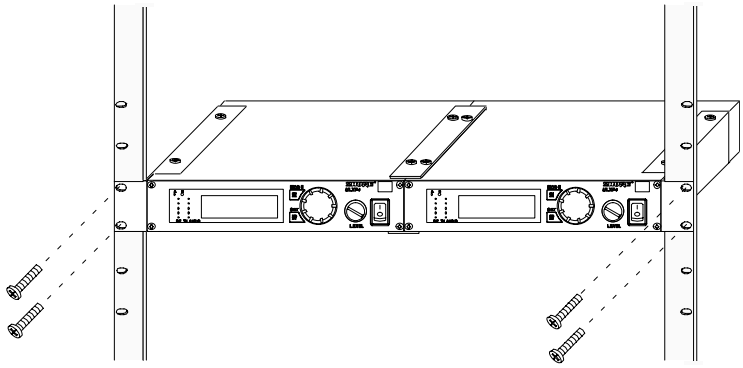

FIGURA 53
6. Posizionate i ricevitori collegati su un rack per apparecchi da 19-pollici. Vedi Figura 53.